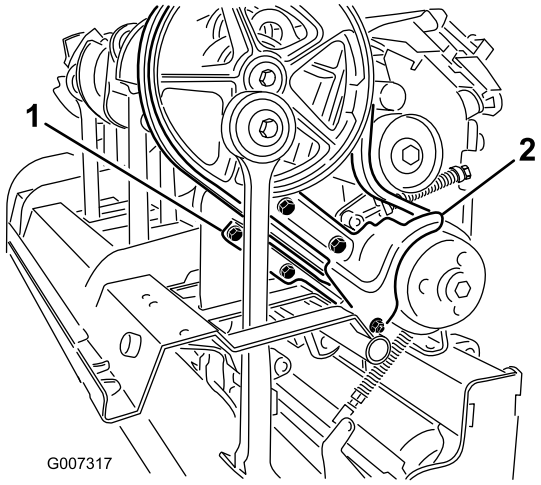

Figuur 32
3. Verwijder de bevestigingen waarmee het spatscherm en het onderste riemscherm zijn bevestigd (Figuur 32). Verwijder het spatscherm en het onderste riemscherm.